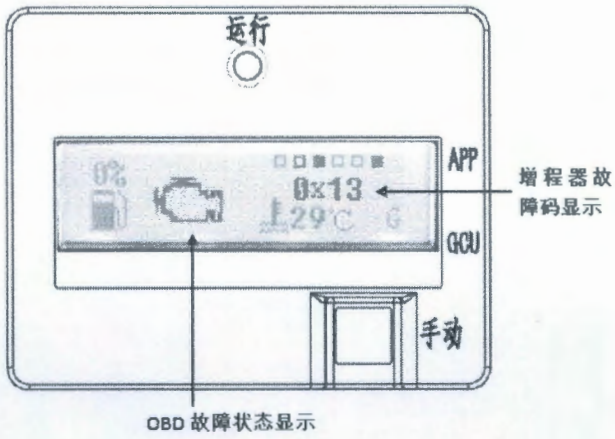

图 10 PDA 故障显示
- 显示故障码：当发动机发生 OBD 故障时，液晶界面会出现 OBD 故障指示，有闪烁、静止显示 2 种状态，无故障时不显示；如图 10。当增程器系统出现故障时，液晶界面会直接显示故障代码信息，如图 10 。当 PDA 与 GCU 通信正常时，通信状态固定显示“G”，否则“G”闪烁显示。